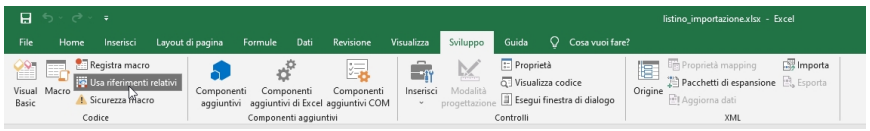

Figura 25: Usa riferimenti relativi
- In Excel, selezionare la scheda "Sviluppo" e selezionare il pulsante "Usa riferimenti relativi". Figura 25;